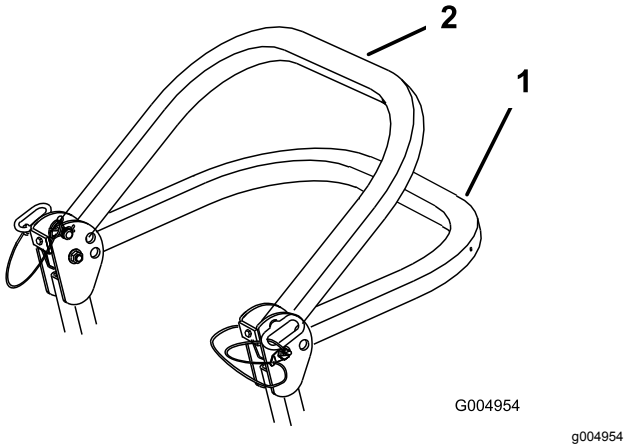

Figur 8
2. Sænk styrtbøjlen til sænket position (Figur 8).
Bemærk: Der er to sænkede positioner. Se Figur 8.